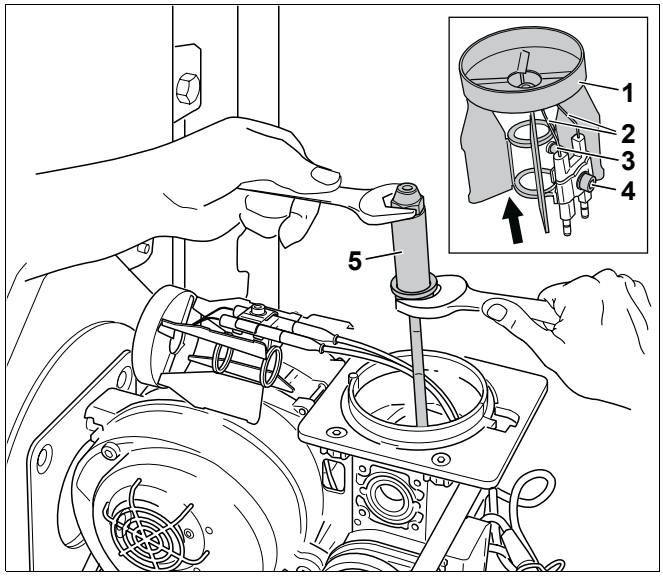

Рис. 15 Замена форсунки и запальных электродов
- Установить горелку в положение для обслуживания (рис. 15).
- Проверить загрязнение форсунки, распределительного диска и запального электрода, очистить или заменить при необходимости (рис. 15).
- Ослабить винт с внутренним шестигранником (SW 4, рис. 15, **поз. 3**) и снять распределительный диск (рис. 15, **поз. 1**).
- Открутить форсунку (рис. 15, **поз. 5**) двумя гаечными ключами SW 16 и SW 19.
- Снова установить распределительный диск (рис. 15, **поз. 1**) и закрепить винтом с внутренним шестигранником (рис. 15, **поз. 3**).
- Ослабить винт с внутренним шестигранником (SW 4, рис. 15, **поз. 4**).
- Заменить запальные электроды (рис. 15, **поз. 2**).